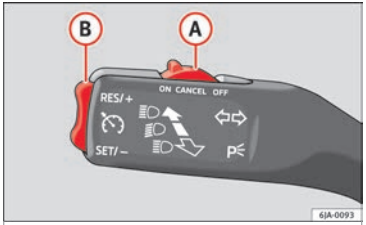

Fig. 97 Turn signal and main beam headlight lever: cruise control buttons.
– Move knob (A) ››› **Fig. 97** to the **ON** position.
– Briefly press rocker switch (B) in **SET** position when you have reached the speed you wish to set.
– Press rocker switch (B) ››› Fig. 97 ››› page 111 in **RES**.
– The set speed can be **reduced** by pressing switch (B) ››› Fig. 97 ››› page 111 in **SET**.
– On releasing the switch at speeds of less than 30 km/h (19 mph), no speed will be set and the memory will be deleted. The vehicle must be moving at a speed of over 30 km/h (19 mph) and switch (B) pressed again to **SET** for it to be set.
Cruise control **is switched off temporarily** by pressing switch (A) ››› Fig. 97 ››› page 111 in **CANCEL** or by pressing the brake or clutch pedal.
– Move knob (A) ››› Fig. 97 ››› page 111 to **OFF**.